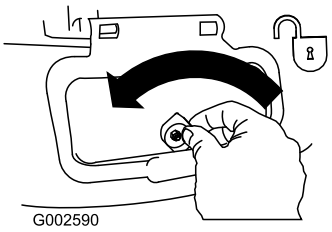

**Figuur 27**
1. Ontgrendel het deurtje van de zijafvoer (Figuur 27).